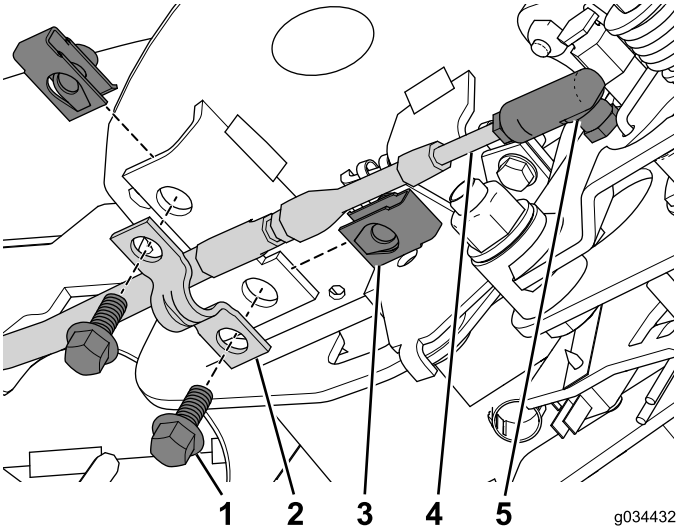

Figure 25
3. Reliez le câble de verrouillage du point mort au connecteur (Figure 25).
4. Posez l'écrou de retenue sur la console (Figure 25).
5. À l'aide des 2 boulons (1/4 x 5/8 po), fixez le câble en place avec le collier sur la console (Figure 25).